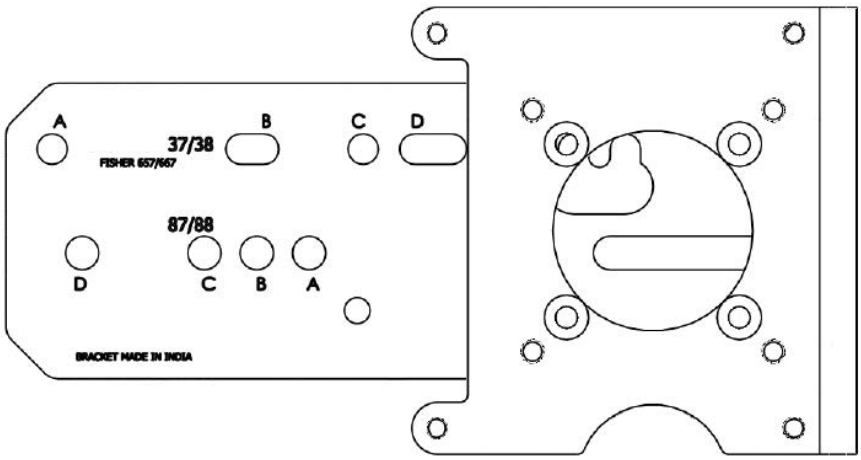

Figura 15 - Suporte de montagem de válvula recíproca
2. Fixe o suporte de montagem alternativo do SVI II AP no atuador utilizando dois (2) parafusos UNC de cabeça plana de 5⁄16 - 18. O local de montagem do suporte depende do tamanho e do curso do atuador. Consulte a *Figura 15* na página 45 e a *Figura 6* na página 46.
11. Ajuste o tensor até que o orifício na alavanca do SVI II AP esteja alinhado com o orifício indicador no suporte. Aperte ambas as porcas de bloqueio da fivela. Consulte a *Figura 15* na página 45.